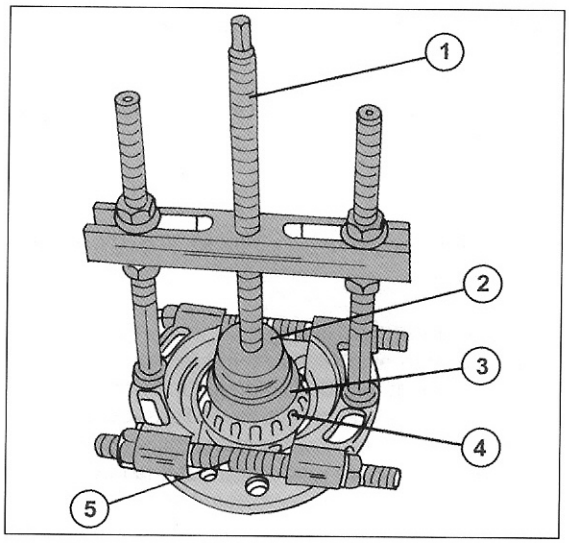

Bild 230
• Der auf der Radnabe verbleibende Lagerring sowie die Lagereinstellscheibe mit einem Abzieher herunterziehen. Die Klauen des Abziehers müssen dabei unter das Lager untergreifen. In Bild 230 ist die Benutzung eines Universalabziehers gezeigt. Gleichzeitig werden die Lagereinstellscheibe (3) der Lagerkäfig